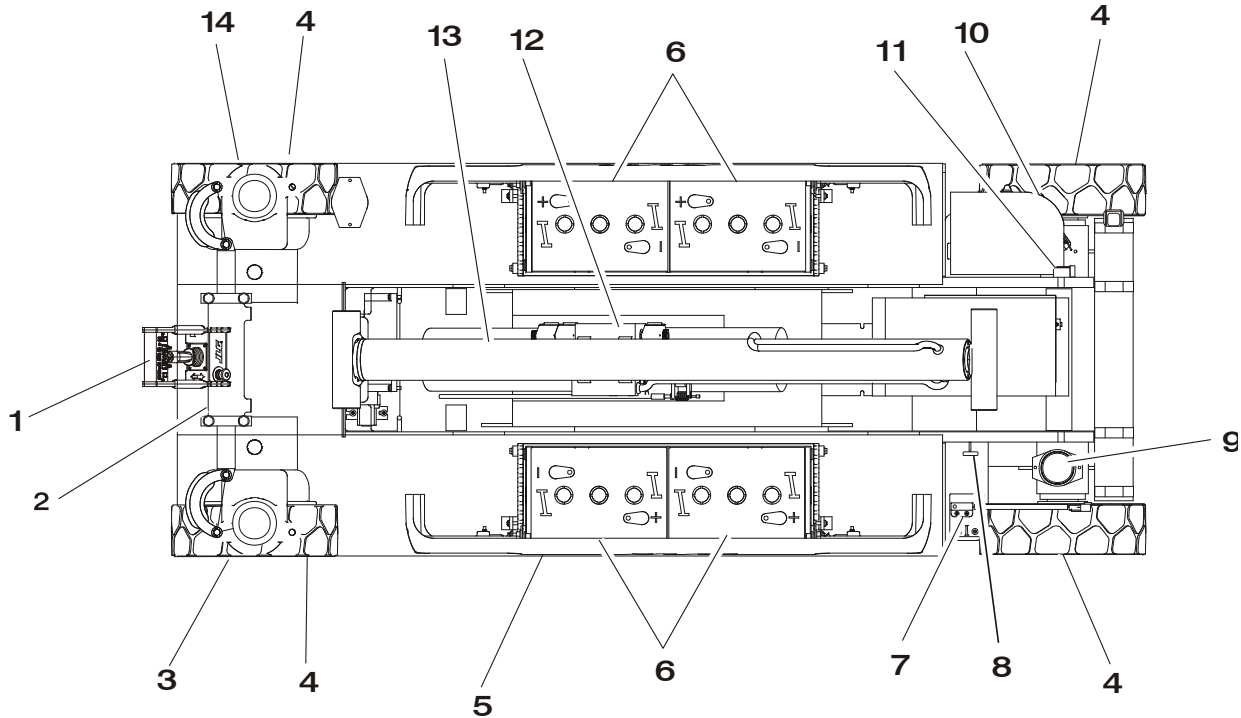

Fig. 2-1. Daglig ”rundvandrings”-inspektion – Blad 1 av 3
5. **”Rundvandrings”-inspektion** – se fig. 2-1